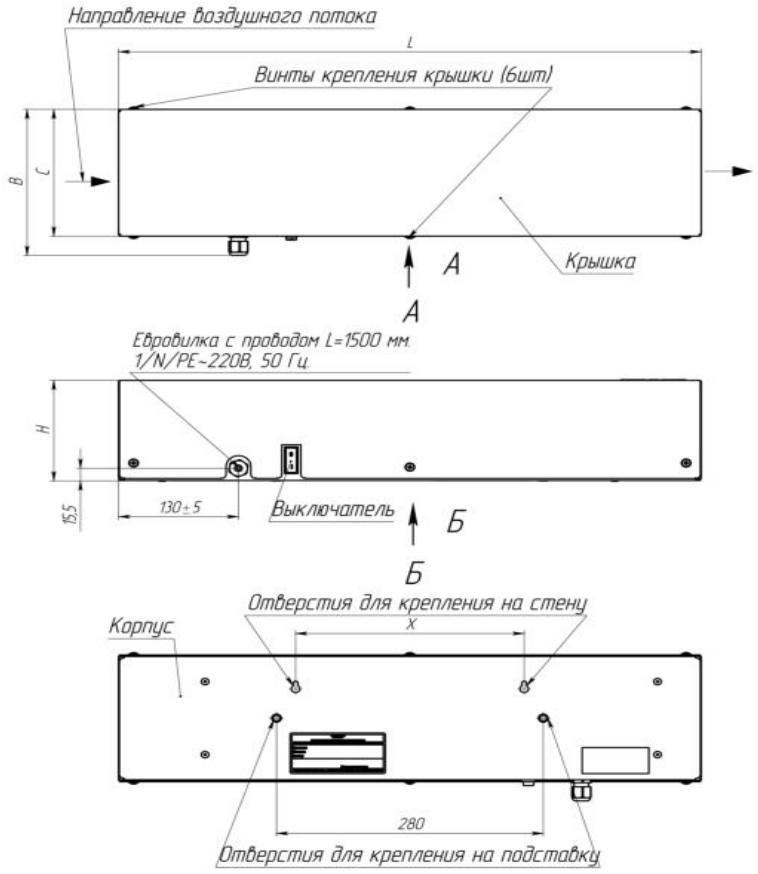
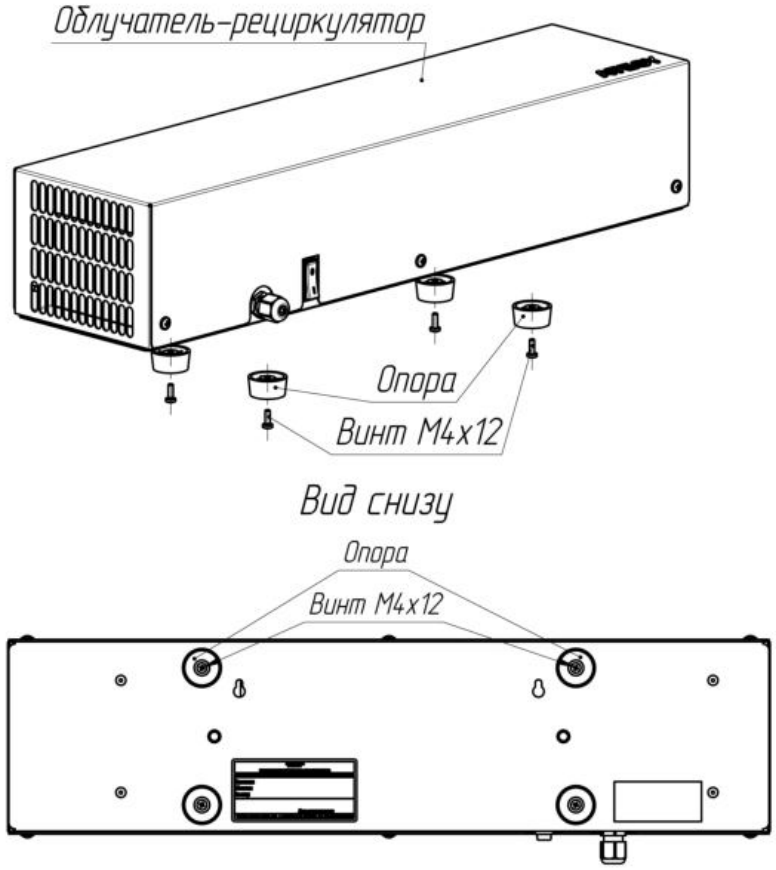

Рис. 1. Общий вид
Рис.2 Схема установки опор
1.6. Общий вид облучателя представлен на Рис. 1.
3.1. Установка облучателя возможна на плоскую горизонтальную поверхность, на стену или на специальную подставку. Для установки на плоскую горизонтальную поверхность необходимо применить комплект опор KAYMAN (Рис.2). Для крепления на стену и подставку на корпусе изделия предусмотрены отверстия (Рис.1).